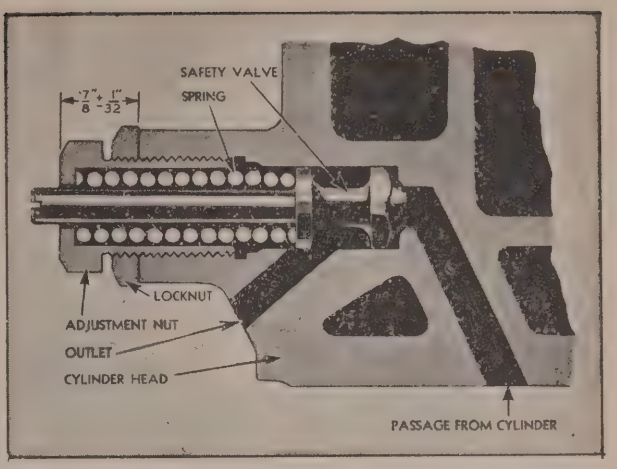

Fig. 17J
2. If the safety valve is removed for any reason, it must be reset so that the adjusting nut protrudes from the cylinder head about 7/8". (See Fig. 17J.)